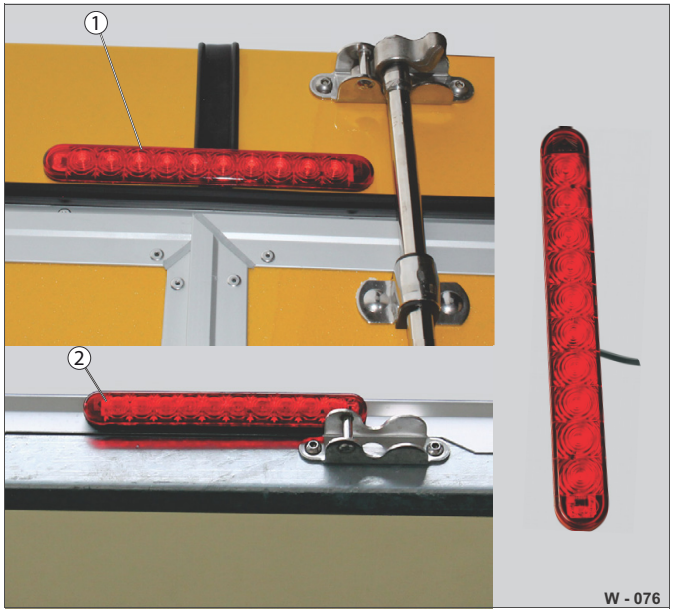

Abb. 77 Lišta brzdových světel samostatná
- ▶ Uvolněte LED-brzdovou lištu od konstrukce (Abb. 77/1 nebo Abb. 77/2).